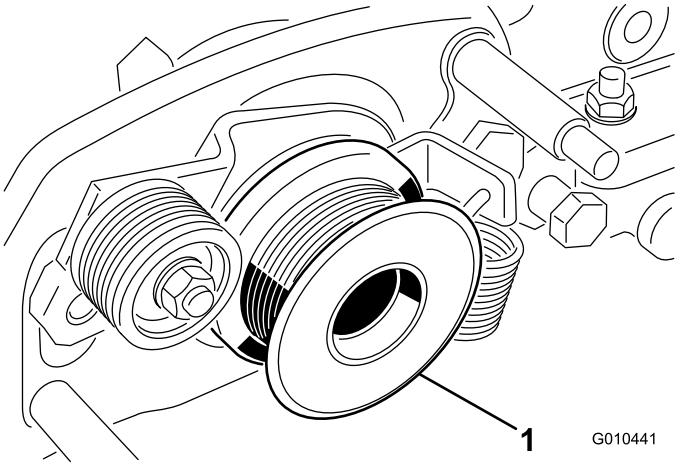

Bild 34
7. Nehmen Sie die Antriebsscheibe des Groomer von der Spindelwelle ab (Bild 34).